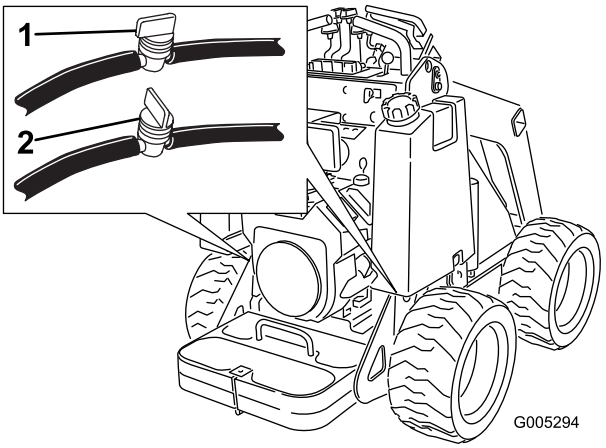

Figura 26
2. Cierre la válvula de combustible, situada debajo de cada depósito de combustible (Figura 26).
3. Cierre la válvula de combustible, situada en la manguera cerca del fondo de los depósitos de combustible (Figura 26).
8. Abra las válvulas de combustible, situadas en las mangueras cerca de la parte inferior de los depósitos de combustible, según se muestra en Figura 26.